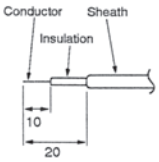
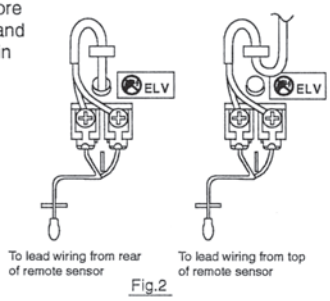

Fig.1
Fig.2
•Connect the 2-core cable to the terminal block in the lower case. Peel the sheath of the 2-core cable as shown in Fig.1 , and correctly wire it as shown in Fig.2.